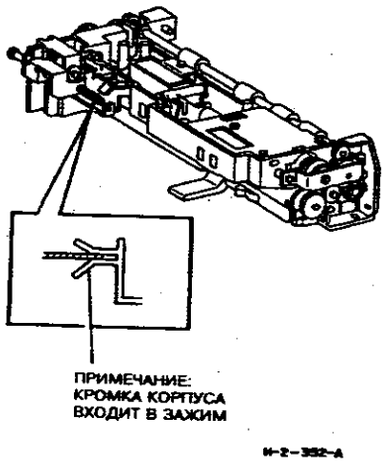

**Рисунок 2. Установка узла податчика**
2. (Рисунок 2) При установке узла податчика проверьте, правильно ли зажим установлен в раме.